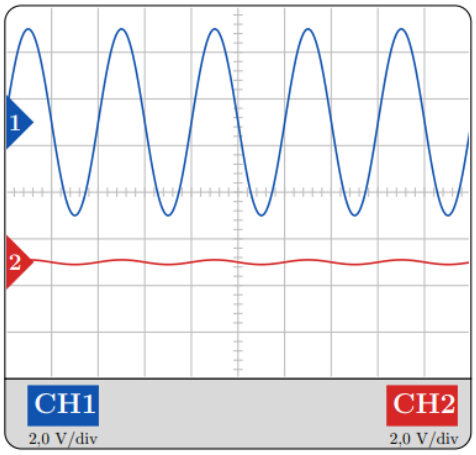

Figure 4. Écran d'oscilloscope
Q.2. Préciser le type d'interférences observé sur la figure 4 et justifier si celle-ci est associée à l'expérience 1 ou à l'expérience 2.